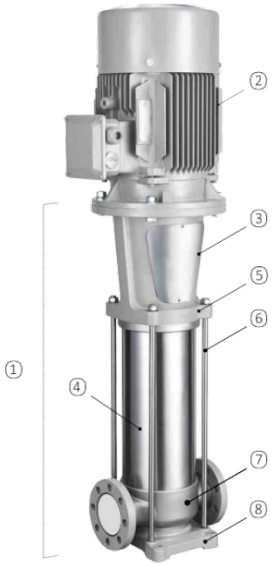

Рис. 1 Насос VMBF-H
В состав насосов входит гидравлическая часть (1) и электродвигатель (2), соединенные при помощи муфты, закрытой кожухом (3). Рабочие колеса и диффузоры соединены между собой на одном валу и расположены в цилиндре (4), который соединяется с головной частью насоса (5), всасывающей и напорной камерами (7) и плитой-основанием (8) при помощи крепежных шпилек (6). См. рис. 1.